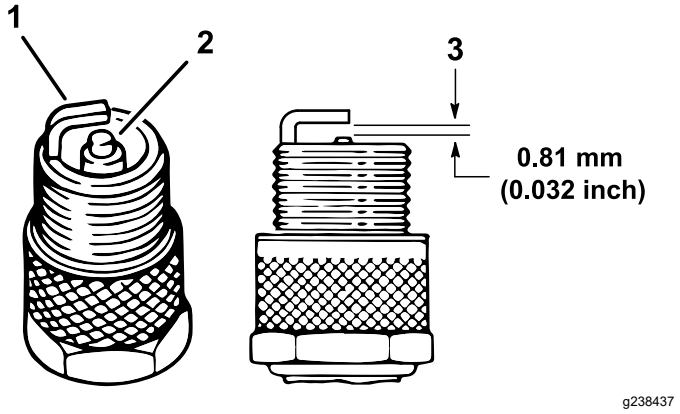

Figuur 38
4. Controleer de staat van de massa-elektrode, de centrale elektrode en de isolator van de centrale elektrode op beschadigingen (Figuur 38).
5. Zorg ervoor dat de elektrodenafstand tussen de centrale elektrode en de massa-elektrode 0,81 mm bedraagt; zie Figuur 38.